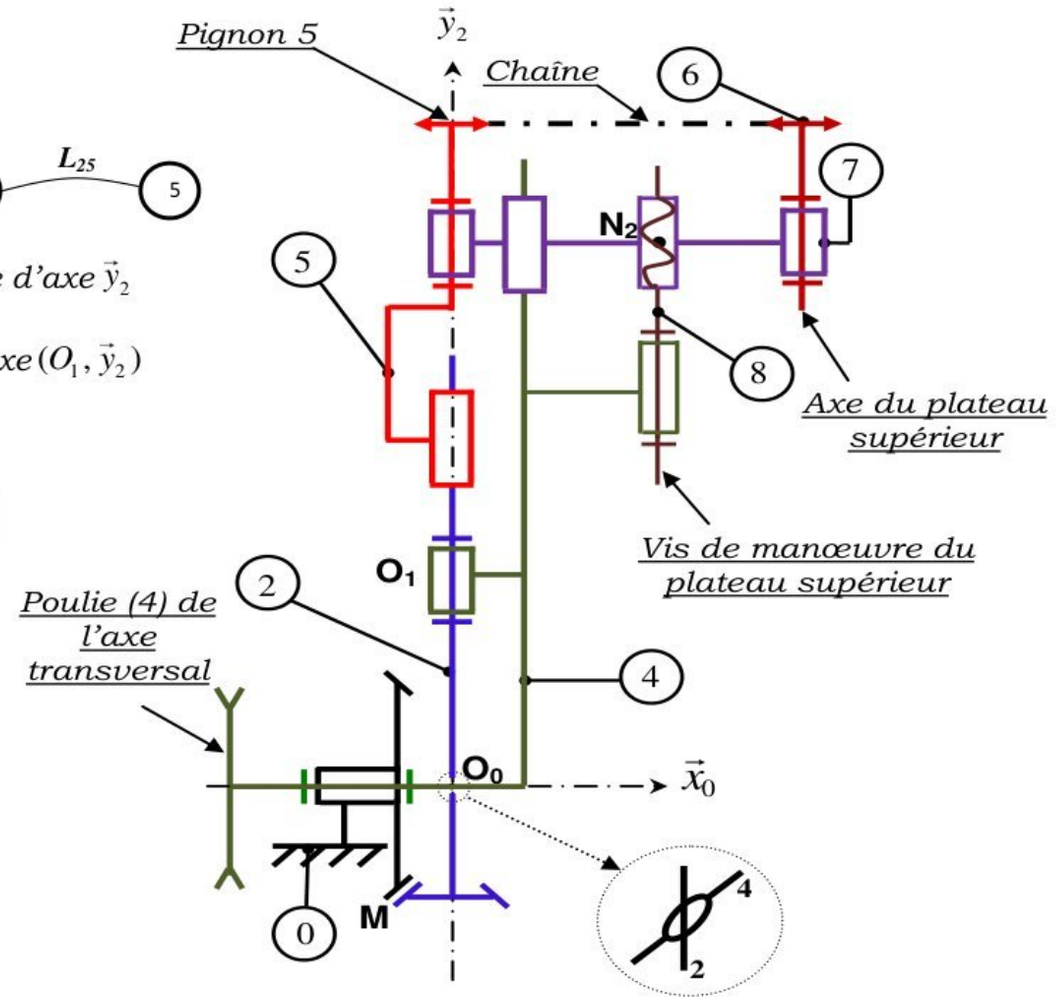

Figure 11
On donne sur la **figure 11**, le schéma cinématique partiel (extrait du schéma global) qui modélise la transmission du mouvement entre l'axe d'entrée du mouvement longitudinal (4) et l'axe commun des deux plateaux supérieur et inferieur.
Q23. *Justifier, en exploitant les schémas cinématiques de la **figure 11** et de **l'annexe 1**, l'intérêt de la liaison glissière entre (5) et (2). En déduire la vitesse de rotation* $\vec{\Omega}_{5/0}$.